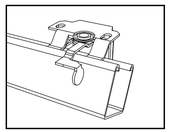

Figura 1
(1). Alinea cuidadosamente el visillo y el riel principal con ambos soportes. Deslízalos hacia delante sobre los soportes. (Ver la Figura 1)